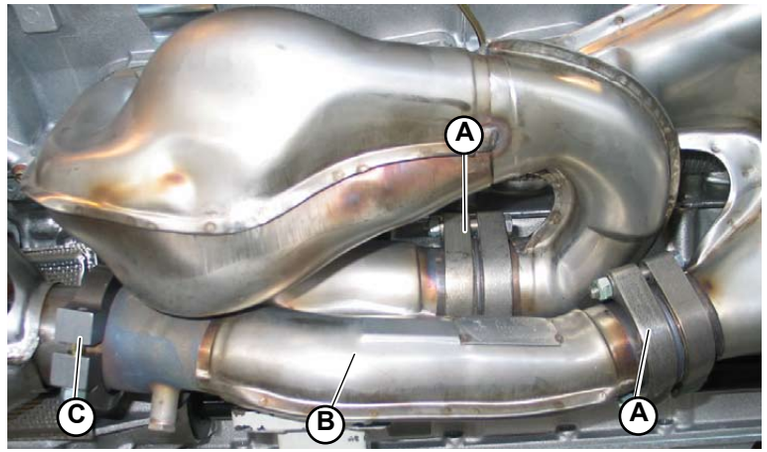

Fig.2
2. Connect all 4 clamps (2 clamps (**A-Fig.2**) for each 3-way pipe) to secure the 3-way pipe (**B-Fig.2**) to the front and rear exhaust manifolds. The connecting clamp (**C-Fig.2**) between the 3-way pipe and the catalytic converter is installed when the catalytic converter is assembled.